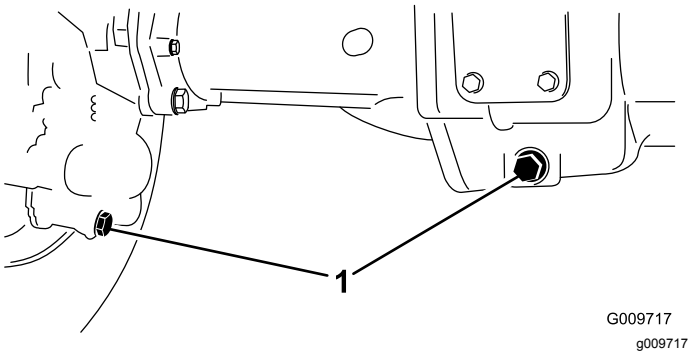

**Figur 69**
2. Rengør området rundt om de 3 aftapningsproppper, 1 på hver ende og 1 i midten (Figur 69).